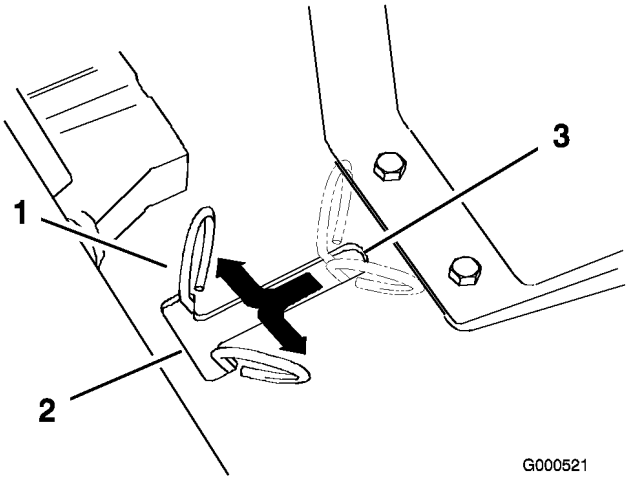

Figure 15
3. Soulevez le siège pour accéder aux leviers de dérivation (Figure 15).
4. Déplacez les deux leviers de dérivation en avant puis vers l'extérieur pour les verrouiller en position, comme illustré (Figure 15).
Déplacez les leviers de dérivation vers l'intérieur puis tirez-les en arrière jusqu' l'extrémité de la fente (Figure 15).